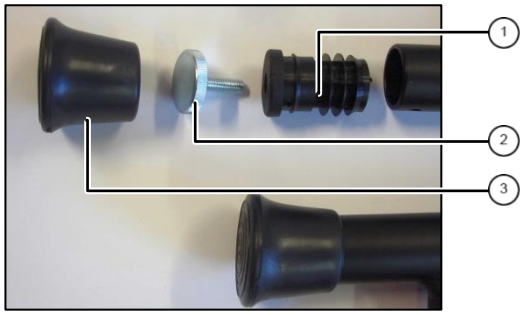

fig. 1: Kickstand shoes
1. Insert plug ①, tighten knurled screw ②, apply kickstand shoes ③ (fig. 1).